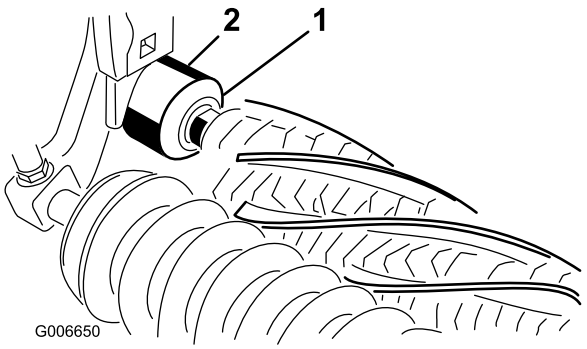

Figuur 10
19. Zorg dat het lipje op beide afdichtingen licht contact maakt met elke lagerbehuizing (Figuur 10).